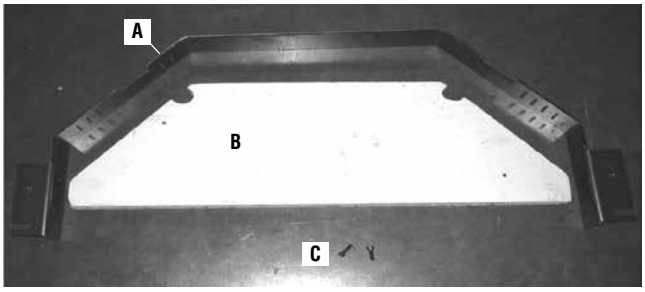
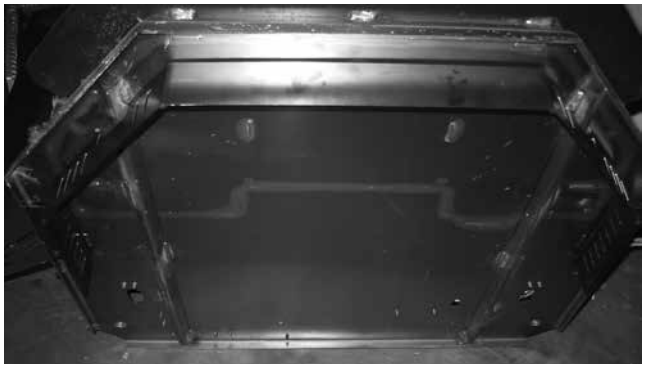

Figure 48
Figure 49
(Voir *Figure 48)*
1. Installer la pièce de garniture inférieure de 50 mm (2 po). Fixer cette pièce sous la partie avant de la base du poêle encastrable à l'aide des deux vis (***Figure 48***, repère C) fournies, l'une à l'extrémité gauche de la base et l'autre à l'extrémité droite. ***Remarque :*** *Pour faciliter l'opération, incliner le poêle encastrable vers arrière avec la plus grande précaution (voir **Figure 49**).*